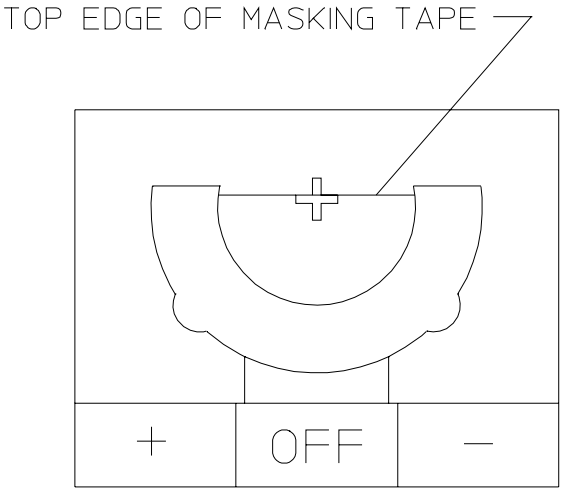

FIGURE 4.12 Camera Position/Size Calibration
7) Affix a piece of masking tape across the trial lens holder, with the top edge of the tape aligned on the 0 - 0 level of the scale on the trial lens holder (Figure 4-12). You can place a pencil mark on the top edge of the tape directly above the 90 degree reference point for an aid in setting the camera position as required in the following step. Reposition the trial lens holder against the right-angle extension on the fake eye assembly.